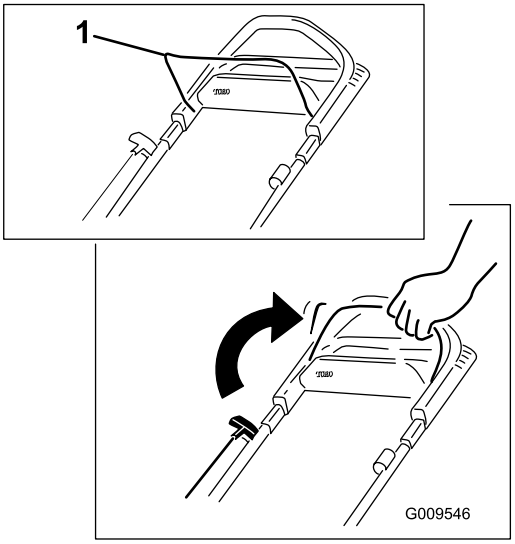

Figur 14
1. Håll knivstyrstången mot handtaget Figur 14).